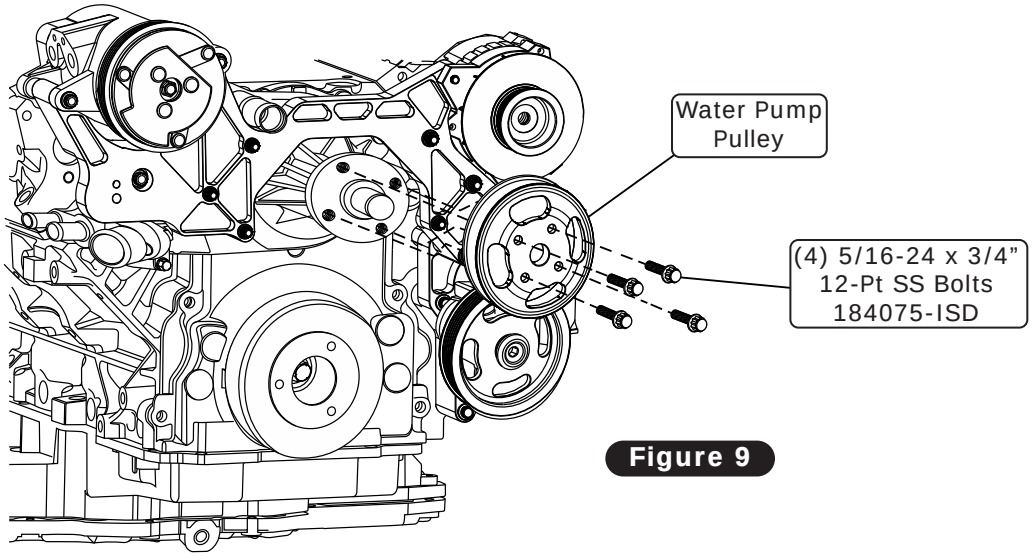

Figure 9
1. Install the water pump pulley onto the water pump using (4) 5/16-24 x 3/4” bolts as shown in Figure 9, below. Torque to 22 lb ft.